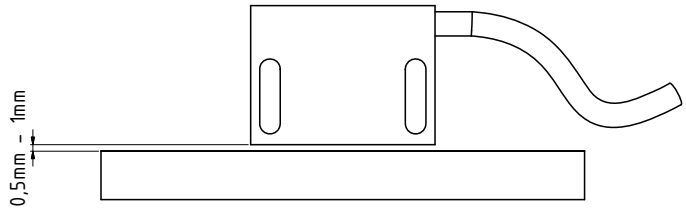
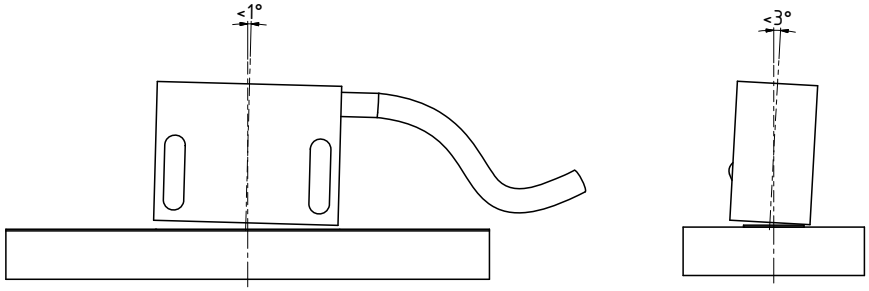
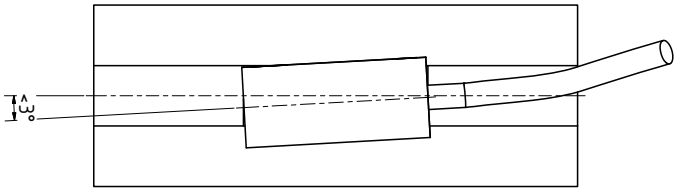

Abb.1-6: Abstand Sensor / Magnetband
Abb.1-7: Maximale Fluchtungsfehler
Abb.1-8: Ausrichtung des Sensors
- Abstandsmaße zwischen Sensor und Magnetband sowie Winkeltoleranzen beachten, diese müssen über die gesamte Meßstrecke eingehalten werden! (☞ Abb.1-6: bis ☞ Abb.1-8:)
- Die Abstandstoleranz zwischen Sensor und Magnetband wurde nicht über die gesamte Meßstrecke eingehalten, der Sensor streift auf dem Magnetband (☞ Abb. 1-6:).
- Der Sensor ist mit der aktiven Seite vom Band abgewandert montiert (☞ Abb. 1-8: und ☞ Abb. 1-8:).
- Der Sensor wurde nicht entsprechend ☞ Abb. 1-6: und ☞ Abb. 1-7: ausgerichtet